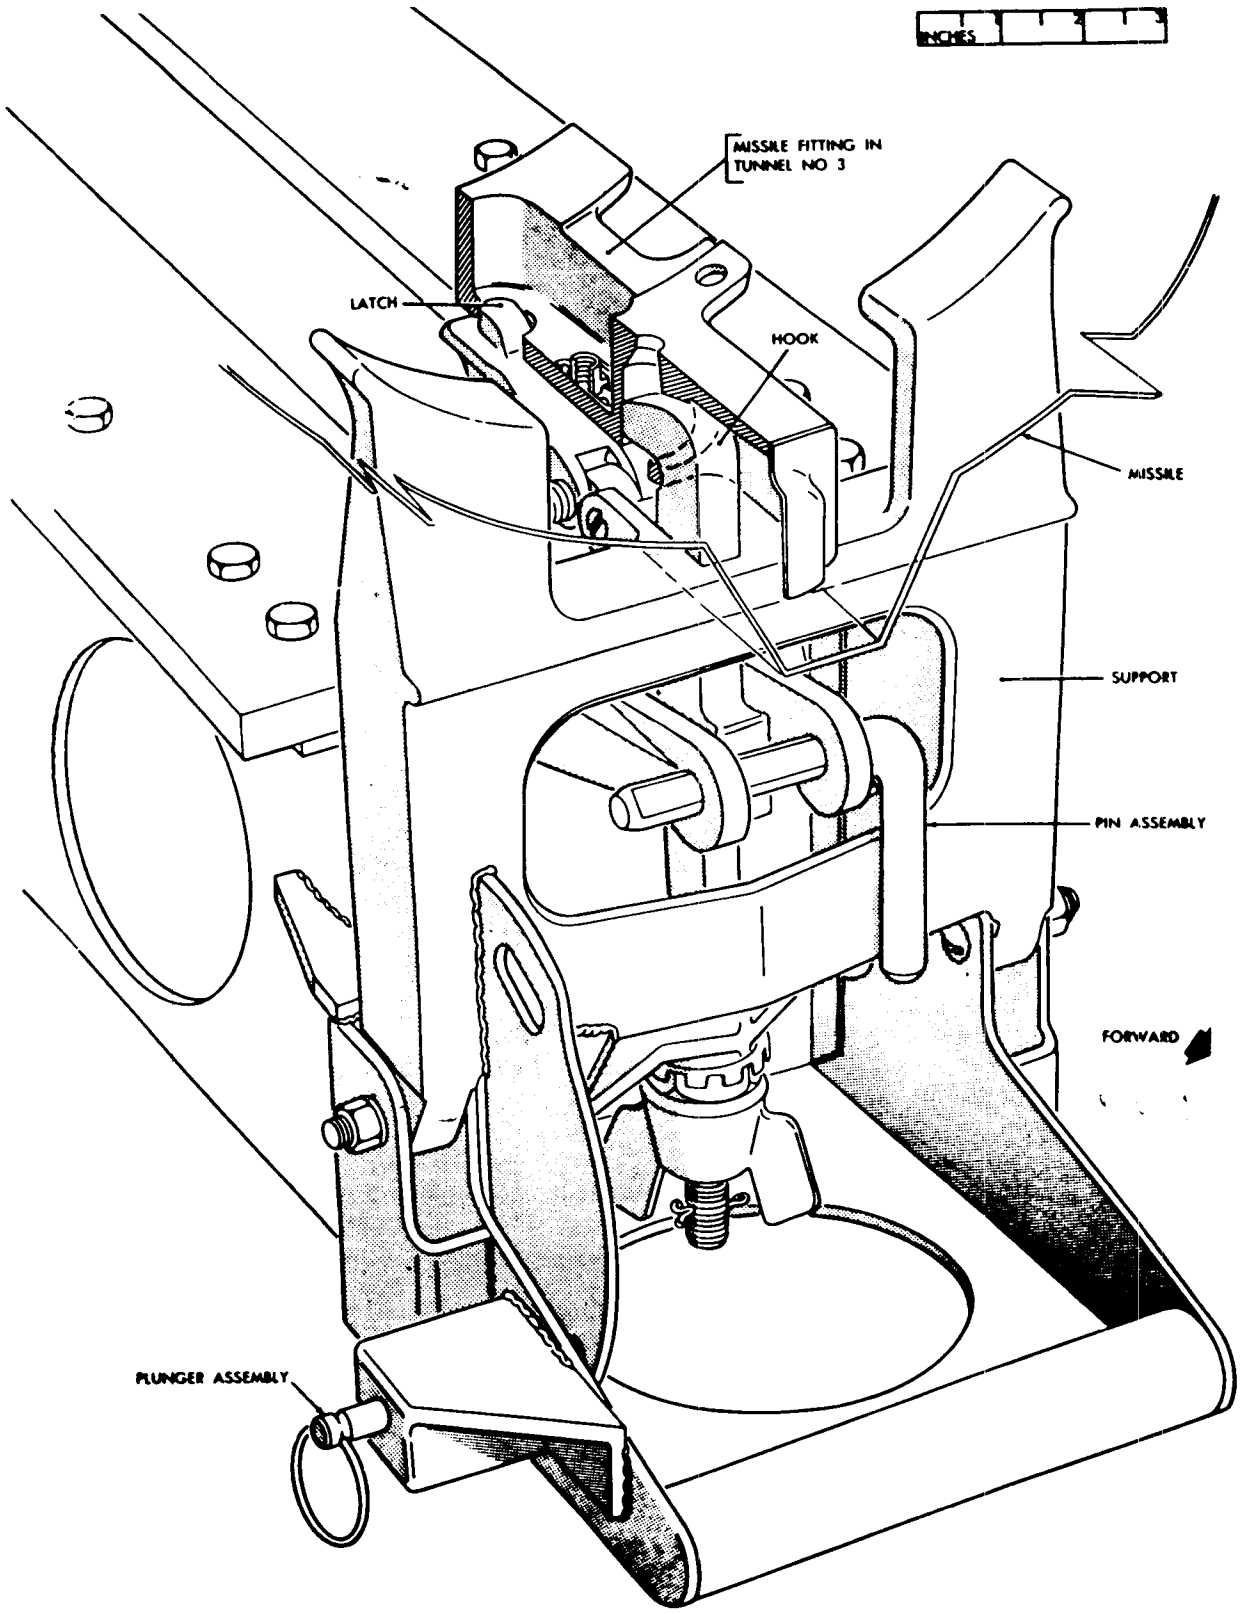

*Figure 171. Yoke support installed.*
**1** insures that the launching rail forward latch, located on the forward support yoke, is in the extreme aft position and the yoke is tilted slightly forward of the vertical position in order to receive the missile (fig. 171).